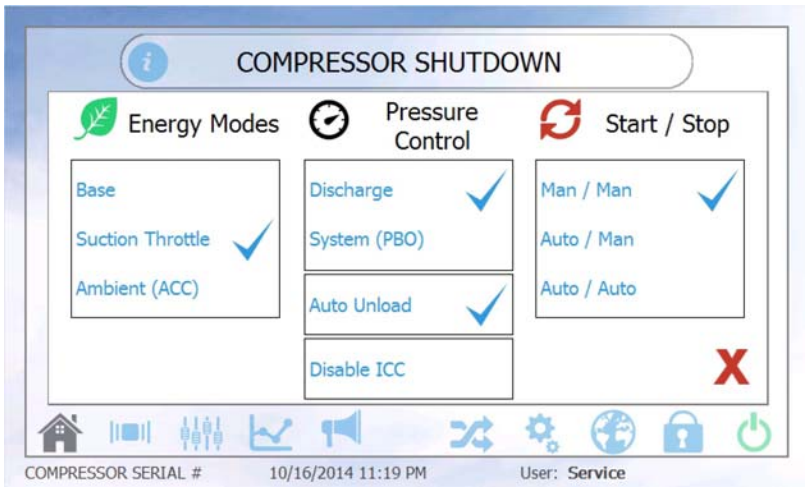

FIGURE 3-5
7. Operators can select the desired configuration that will satisfy their site's air demand by checking the appropriate control configuration. A detailed description of Figure 3-5 can be found in Chapter 6.